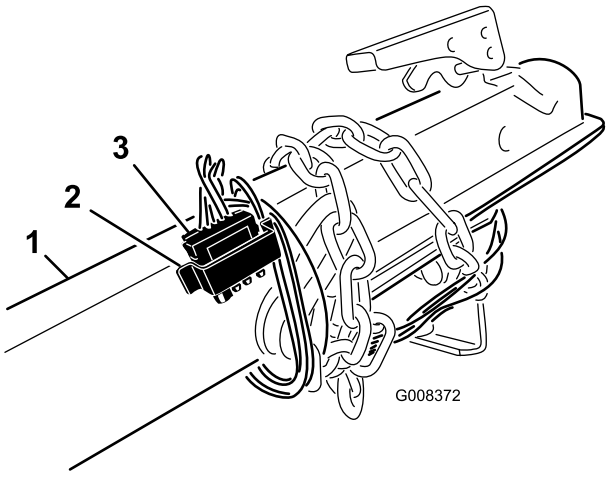

Figure 11
3. Disconnect the wire connector and bundle it to the trailer. Store the flat connector to the holster on the tongue (Figure 11).